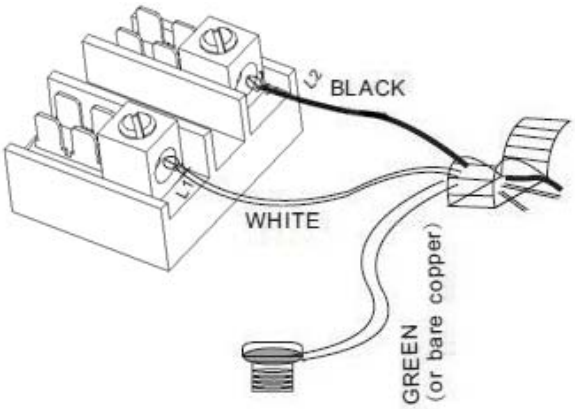

Figure 16
3. Connect the wire to the power block located in the base of the heater - See Figure 16